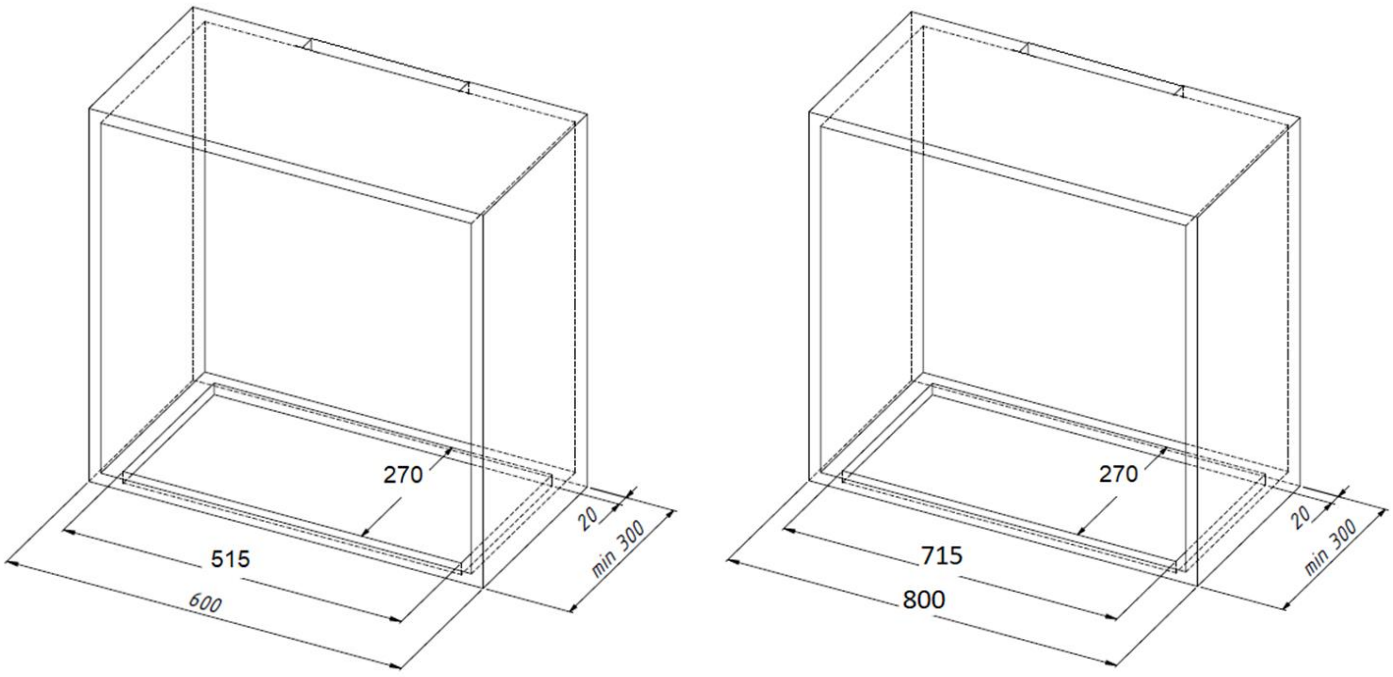

Рис. 2
2. Вырезать отверстие 515x270 (WK-12 Evos 60) и 715x270 (WK-12 Evos 80) (рис. 2).